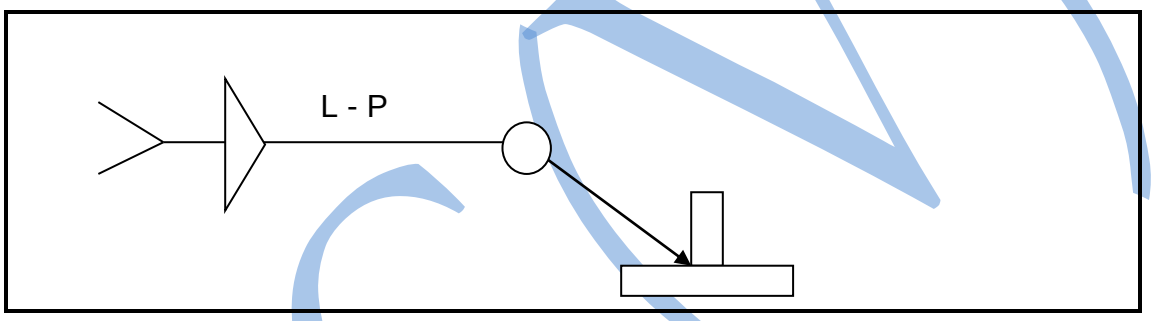

**FIGUUR 2** (8)
3.2 FIGUUR 2 toon die basiese elemente van 'n volledige sweissimbool.